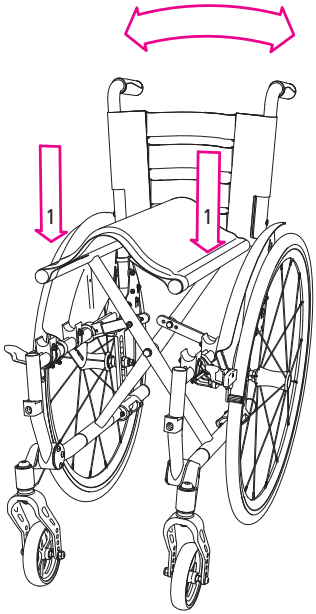

afb. 3
1. Duw met beide handen tegelijkertijd de linker en rechter zitbuis omlaag. De rolstoel klapt nu vanzelf uit (1, afb. 3).